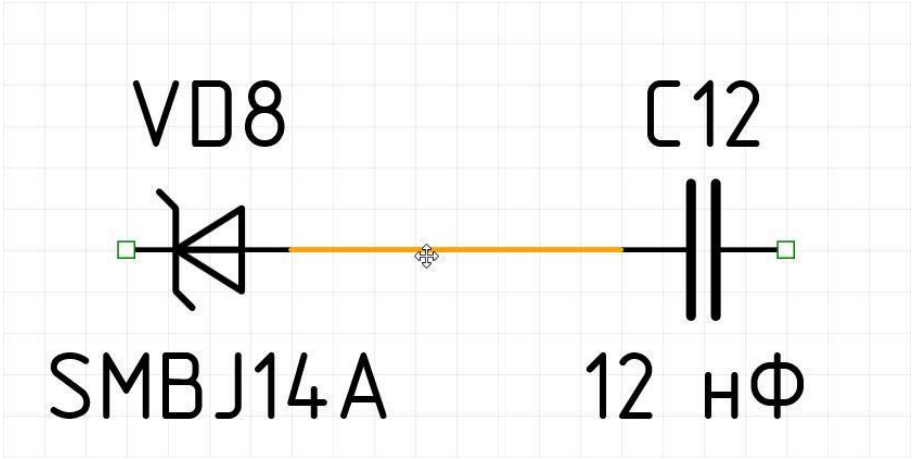

Рис. 455. Объединение сегментов цепи
6. Если при перемещении сегмент будет совмещен с другим, то сегменты будут объединены, см. Рис. 455.